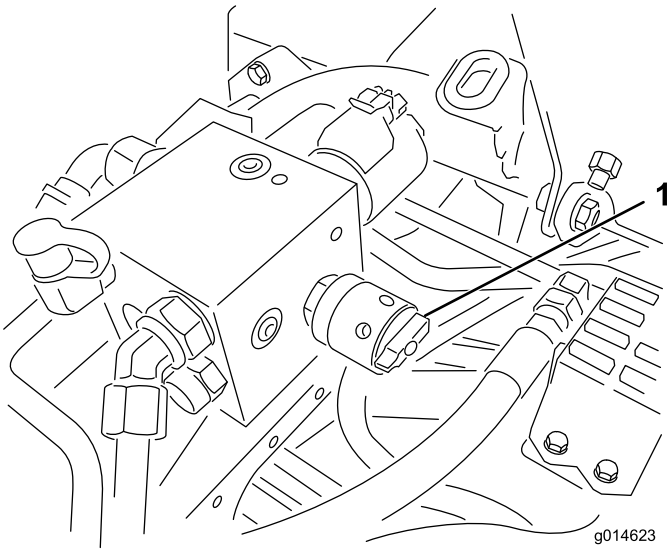

Figuur 54
6. Draai de toerentalregeling van de messenkooien naar instelling 1 (Figuur 54).